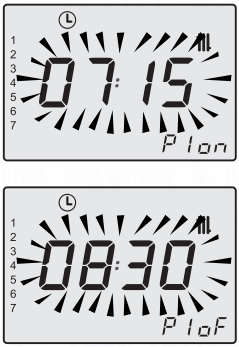

Fig. 2.16
Press key 14 followed by key 18 to program the first ignition period (PI on), confirm by pressing key 14, the subsequent off time (PI off) is already prompted with an additional 15 minutes (minimum programming interval); to modify this, press key 14 followed by key 18 and confirm by pressing key 14. Repeat this sequence for P2 on and P2 off, ..., P4 on and P4 off, for every day or group of days selected (Fig. 2.16).